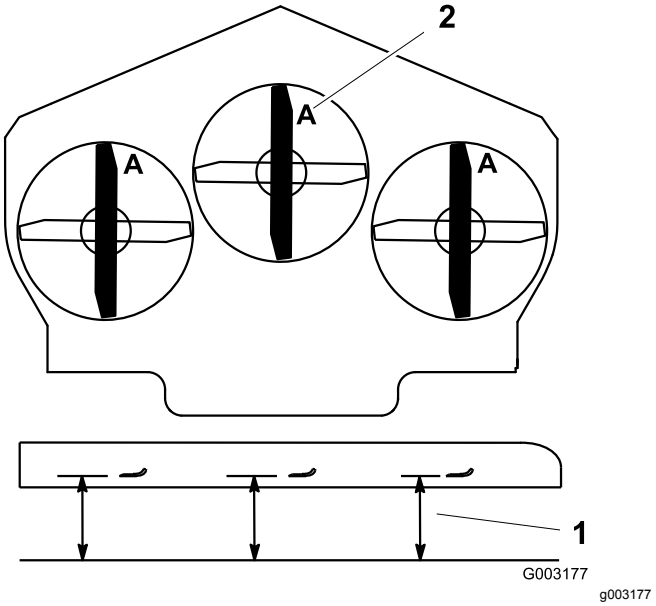

Figur 79
3. Drej knivene, indtil enderne vender fremad og bagud (Figur 79). Mål fra en plan overflade til skærekanten, position **A**, på knivene(Figur 79). Noter dette mål.